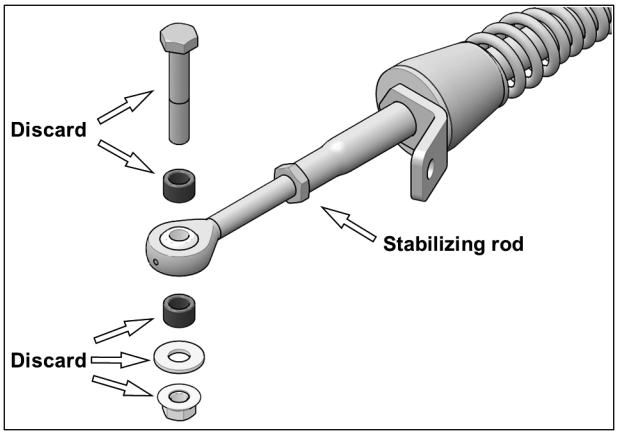

Fig. 13
4. Remove and discard bolts, nuts, washers and bushings from front stabilizing rod ends as shown in Fig. 13